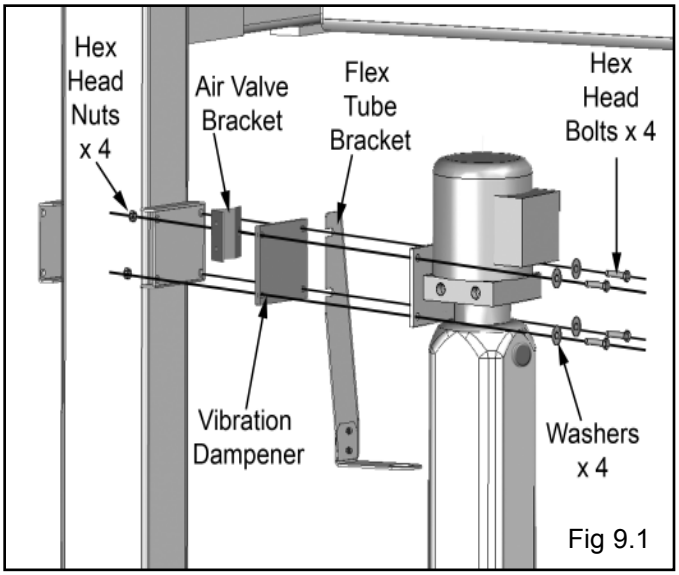

Fig 9.1
1. . Mount the Power Unit, the Flex Tube Mounting Bracket, the Vibration Dampener and the Air Valve Mounting Bracket to the Power Unit Mounting Bracket using the M8 hex bolts and nylon nuts. (See Fig. 9.1)